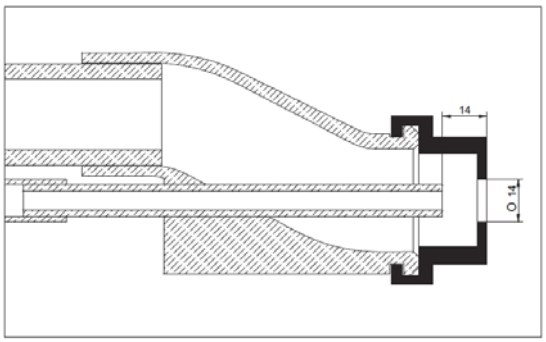

FIG.12
Es muy importante regular la distancia de la boquilla (ref. 9c) desde la salida para que sea igual al diámetro del deflector (fig. 12).